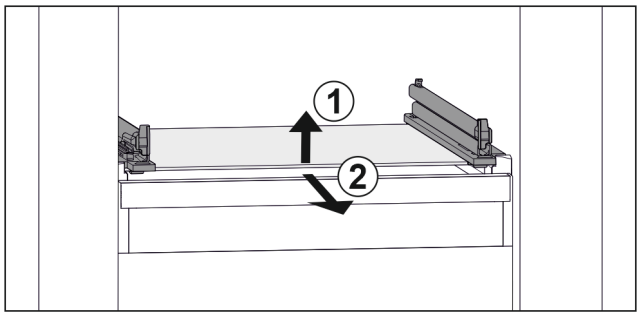

Fig. 97 Example illustration of glass shelf
▶ Lift glass shelf at the front. *Fig. 97 (1)*
▶ Take out glass shelf to the front. *Fig. 97 (2)*